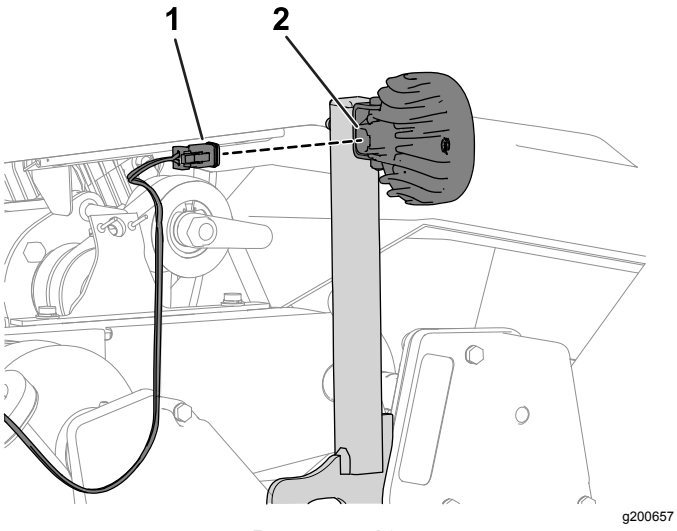

Рисунок 13
1. Подсоедините 2-штыревой разъем светодиодного осветительного прибора к 2-гнездовому разъему жгута проводов светодиодного осветительного прибора (Рисунок 13).